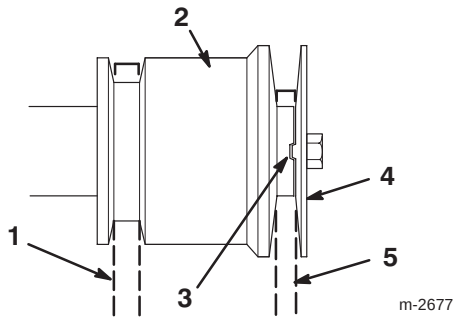

Figure 32
Note: Do not to pinch the traction drive belt (Fig. 32).
15. Install the engine pulley sheave, ensuring that the indexing rib in the engine pulley sheave aligns with the indexing notch in the engine pulley (Fig. 32).
16. Install the washer, lock washer, and crankshaft screw that secures the engine pulley sheave (Fig. 32).
Note: Do not pinch the auger/impeller drive belt (Fig. 32).
Note: Ensure that the indexing rib in the engine pulley sheave aligns with the indexing notch in the center engine pulley. Do not pinch the belt (Fig. 32).